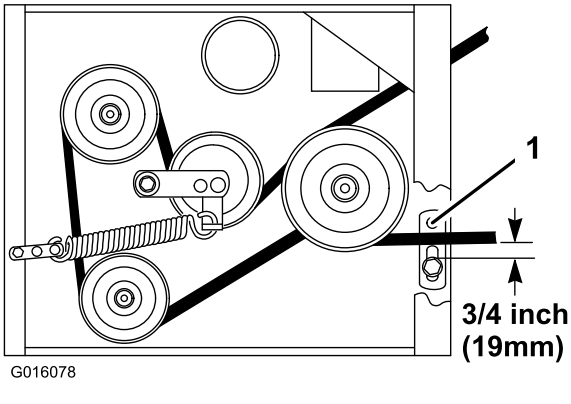

Figur 48
8. Kontroller remstyret under motorstellet for korrekt justering (Figur 48).
Bemærk: Når plæneklipperremmen er indkoblet, skal det sikres, at afstanden mellem remstyret og plæneklipperremmen er 19 mm (Figur 48). Juster plæneklipperens remstyr efter behov. Når remstyrene er korrekt justeret, må remmen ikke hænge eller falde af remskiven i udkoblet tilstand.